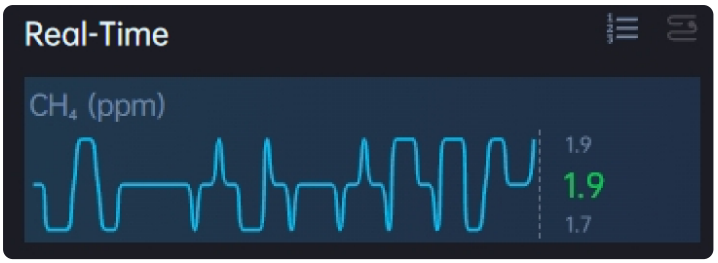
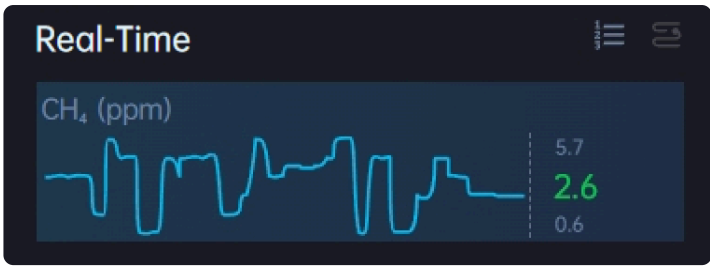

Figure 1 - **Normal**
Figure 2 - **Abnormal**
- **Measurement Noise Test for Sniffer4D Nano 2 Plus (Methane-Only Version)**: After the device is started and **fully warmed up** in a clean and stable environment, the CH4 concentration readings should show **only slight fluctuations**, approximately ±0.1 ppm, as shown in Figure 1. If the CH4 concentration readings **fluctuate significantly**, at ±0.5 ppm or higher, as shown in Figure 2, and do not return to normal after the device has been left running for 5 minutes, the methane measurement optical chamber is likely contaminated and the device should be returned to the factory for deep cleaning.